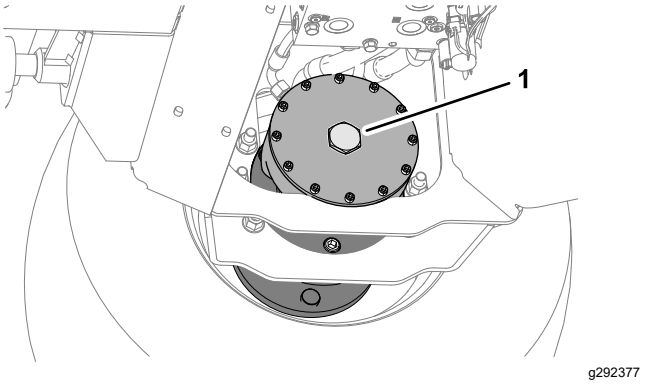

**Figur 41**
5. Fjern den sekskantede prop på samlingen af højre forhjuls motorbremse (Figur 41).